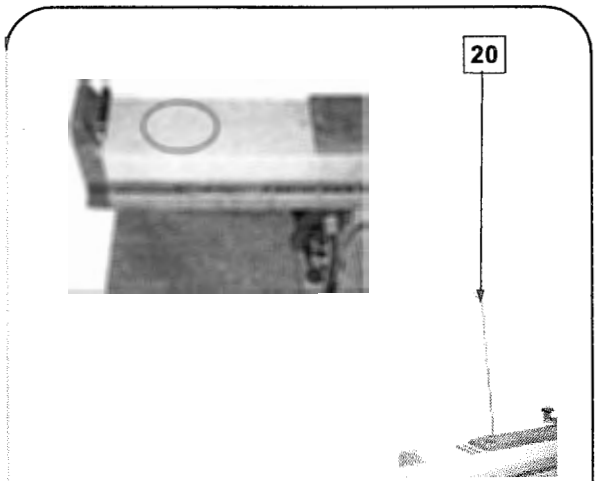

Fig. 15
21. Montare l'antenna portacavo (**20**) sul braccio portante tramite una vite 8x16 ed una rondella. Avvitare il tutto con una chiave CH 17. Fig. 15.
21. Mount the cable carrying rod (**20**) onto the supporting arm by means of a 8x16 screw and a washer. Screw down using a CH 17 wrench. Fig. 15.